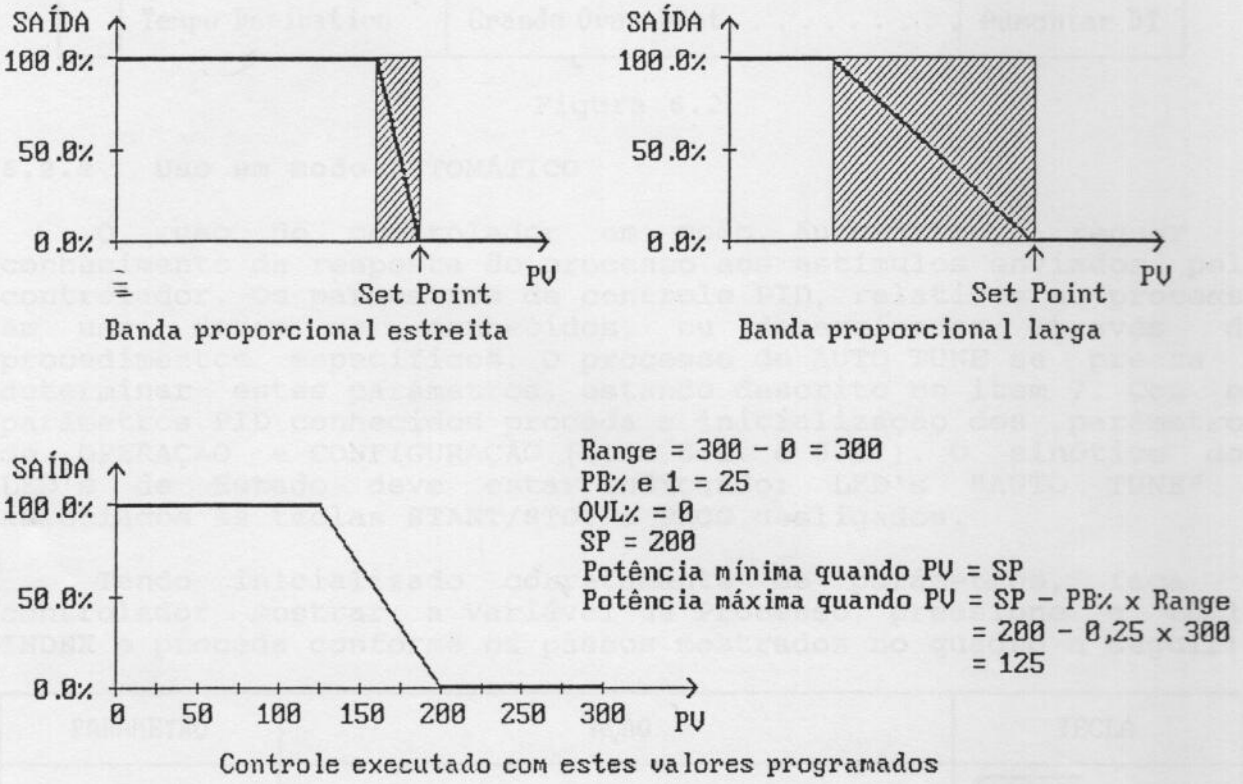

Figura 6.1
BANDA PROPORCIONAL DO CONTROLE EM AÇÃO REVERSA - PB% e 1: A banda proporcional tem sua colaboração no controle PID fornecendo o termo proporcional, que dependerá do desvio entre a Variável de Processo e o Set Point. Banda Proporcional define a faixa de valores de desvio que resultam em saída de controle diferente de 0.0% ou 100.0% (veja **OUT%** (piscando) e **OUT% e 1** (piscando) no item 4.3.). Quando a Variável de Processo estiver fora da Banda Proporcional a saída de controle assume 0.0% (ou valor mínimo programado) ou 100.0% (ou valor máximo programado). A largura da banda proporcional determina o ganho do controlador. Uma banda proporcional muito estreita significa muito ganho, e poderá causar oscilações no processo. Uma banda proporcional larga significa pouco ganho, e o processo poderá não atingir o valor desejado de Set Point. O ideal é buscar uma banda proporcional o mais estreita possível, sem causar oscilações. A Figura 6.1 mostra a variação da Saída Principal atuando-se sobre a banda proporcional. As mesmas considerações são feitas para a banda proporcional do controle PID em ação direta.